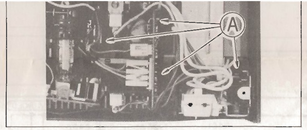

Fig. 4
1. After removing the color TV P.C. board, remove the entire power supply block while unfastening the four screws marked Ⓐ in Fig. 4.